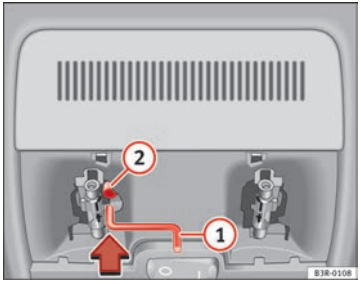

Fig. 84 Detail of headliner: Crank handle for manual operations
– Insert the crank handle (1) all the way into the hexagonal socket (2) ⇒ fig. 84.